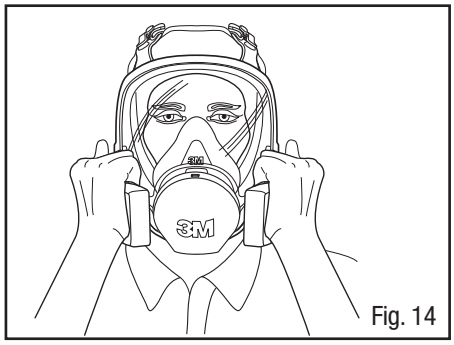

Fig. 14
1. Appuyer sur les couvercles des filtres avec les mains en direction du masque et inhaler doucement. Si le masque s'affaisse légèrement, qu'il se resserre sur le visage et que l'on ne détecte aucune fuite d'air entre le visage et le masque, l'ajustement est bon (Fig.14).